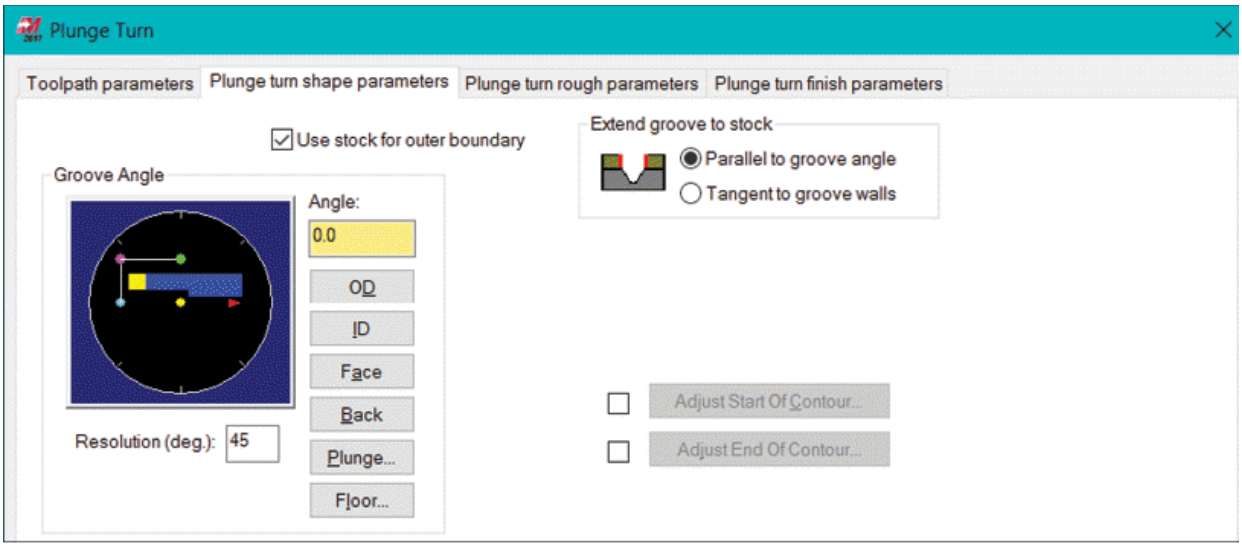

Figure-83. Plunge turn shape parameters tab
- Click on the **`Plunge turn shape parameters`** tab in the dialog box. The dialog box will be displayed as shown in Figure-83. Set desired angle if the groove is inclined otherwise groove will be created based on the plunge direction earlier set. Set the other options as discussed for groove toolpath.